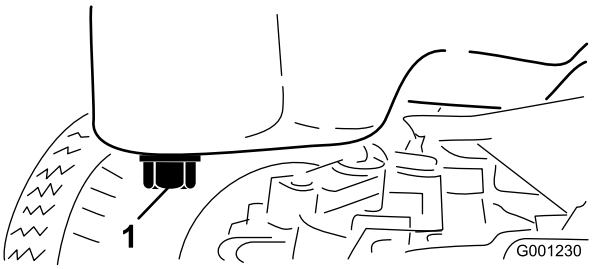

Figur 52
3. Sett tappefatet under tappepluggen på bunnpannen (Figur 52).